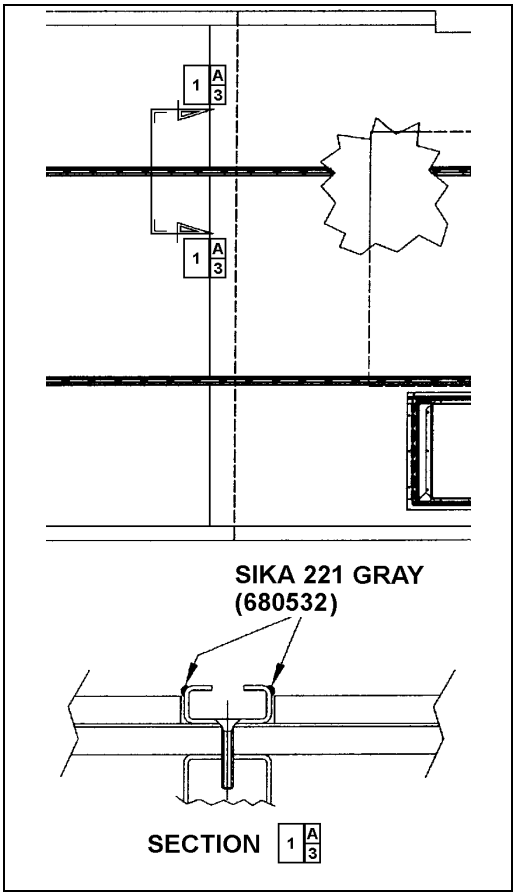

FIGURE 93: APPLICATION OF SIKA 221 GRAY 18641
8. Apply Sikaflex 221 gray sealant (680532) alongside passenger seat fixing tracks (refer to Figure 93).